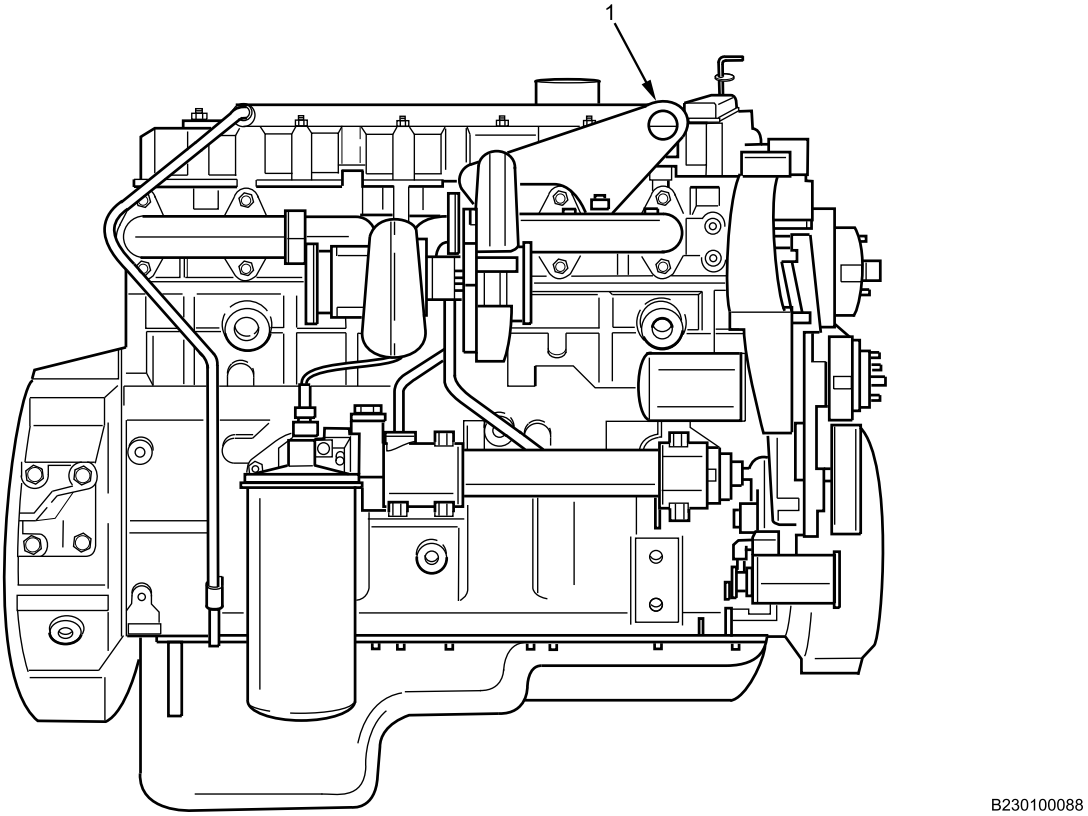

Figure 1. Engine Lifting Eye.
1. Attach lifting device to engine front lifting eye (Figure 1, Item 1).